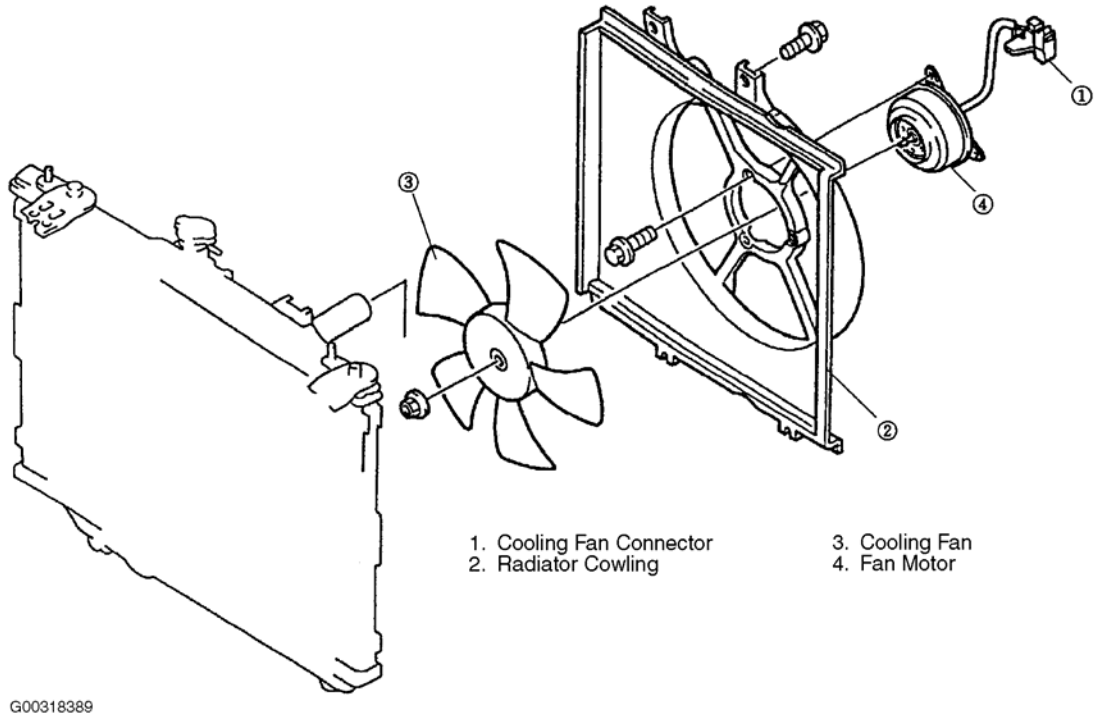

Fig. 4: Vista esquemática de los componentes del sistema de refrigeración del ventilador
NOTA: **Para vista en despiece ordenado de los componentes del ventilador de refrigeración del sistema, consulte Fig. 4 .**
3. Instalar carenado del radiador en el radiador y apretar los tornillos a 71-97 lbs pulgada. (8-11 Nm). Ver Fig. 4 .